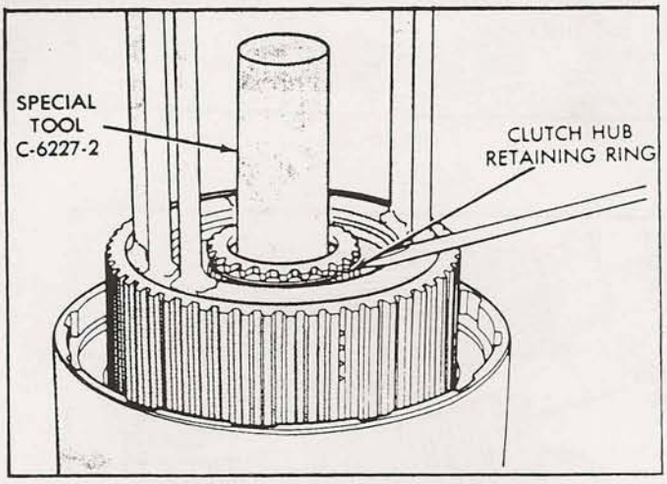

Figure 21
31. Install clutch hub retaining ring, as shown in Figure 21, and be VERY sure that snap ring is fully seated in the groove.